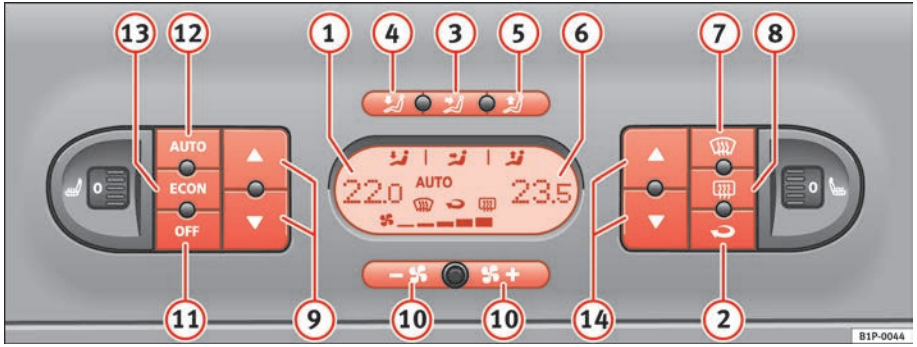

Fig. 112 On the dash panel: 2C Climatronic controls
– To enter manual mode, press one of the buttons ⇒ page 148, fig. 112 (3) to (5), [ECON] or press the air flow control (10). The symbol [AUTO] will disappear from the display.
– Press the button ⇒ page 148, fig. 112 (2) to switch air recirculation mode on or off. It is switched on if the following symbol appears in the display .